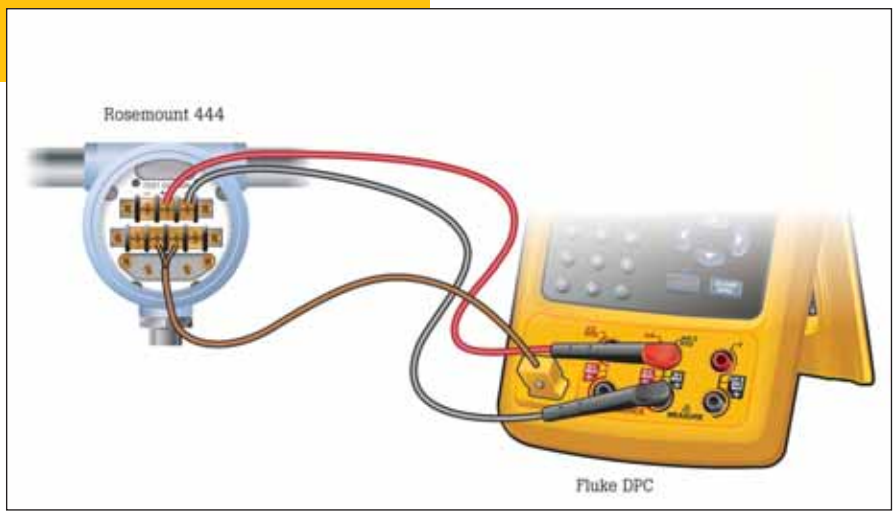

图 1.
1. 将一个 K 型微型热电偶连接至 DPC 的“TC”输入，然后连接至变送器的热电偶输入(图1)。必须使用正确类型的微型连接器才能连接至 DPC。
2. 将 DPC 中间的两个端子连接至变送器上施加环路电源的位置(图 1)。
3. 按图1所示完成连接后，从设置屏幕上使能环路24 V电源，为被评估的变送器输出适当的RTD，将测量模式设置为mA。